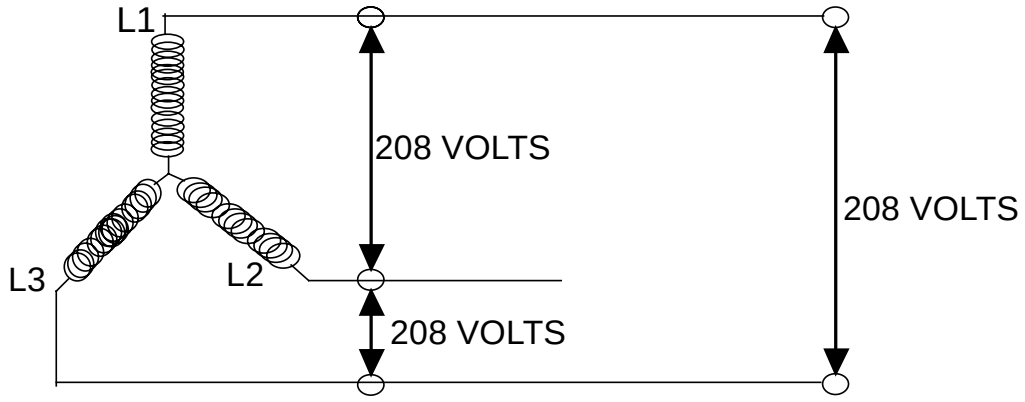

Fig 1-11 Three-Phase, Three-Wire, 208-Volt system
g. In Three-Phase, Three-Wire, 120-Volt systems, all three wires are live wires. Any three-phase, three-wire, 120-Volt load can be connected to this setup. However, this system requires the kind of generator set designed to produce three-phase voltage (and only produces one magnitude of voltage). As you can see from figure 1-11, no matter which two wires you take your reading from, you get the same voltage reading. There is no way to change the wiring configuration to receive different voltages. This system is used for supplying power to loads in structures where the three-phase power load is larger than a single-phase lighting load. The single-phase lighting load in such a structure is supplied either from a separate single-phase service or a step-down transformer.